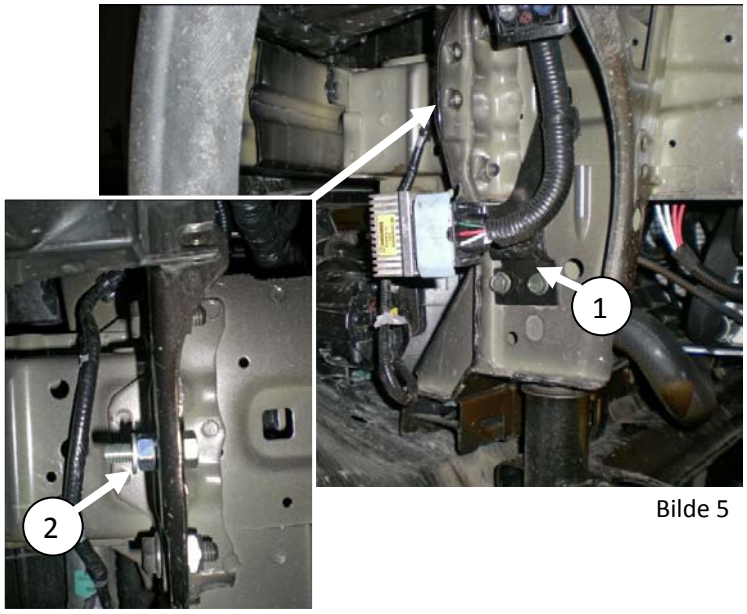

Bilde 5
Monter varmerholder på M8 bolt *(bilde 5).* Festes med en skive og M8 mutter (2).